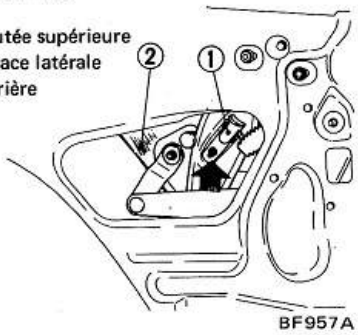

Fig. BF-44 Dépose de la butée supérieure
6. Déposer la butée supérieure. Voir Fig. BF-44.